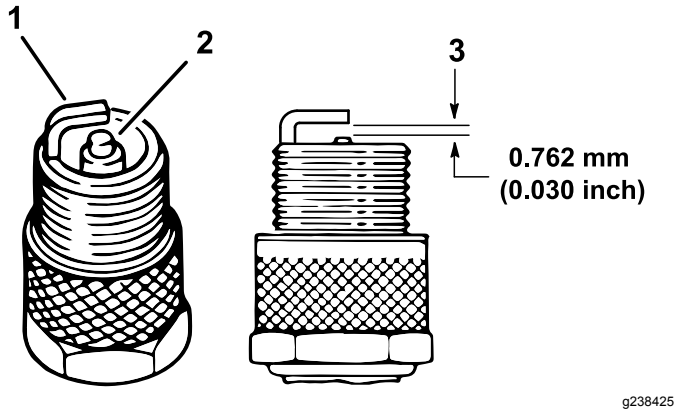

Figur 46
4. Kontroller sideelektrodens, midterelektrodens og midterelektrodens isolators tilstand for at sikre, at disse ikke er beskadiget (Figur 46).
5. Indstil gnistgabet mellem midten og siden af elektroderne til 0,762 mm som vist i Figur 46.